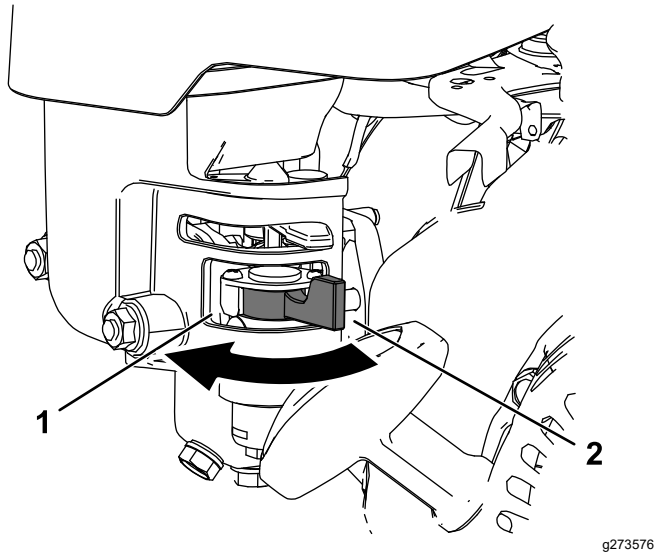

Rysunek 18
- Aby otworzyć zawór paliwowy obróć dźwignię odcięcia paliwa w stronę uchwytu rozrusznika linkowego (Rysunek 18).
- Aby zamknąć zawór paliwowy obróć dźwignię odcięcia paliwa w stronę przeciwną do uchwytu rozrusznika linkowego (Rysunek 18).